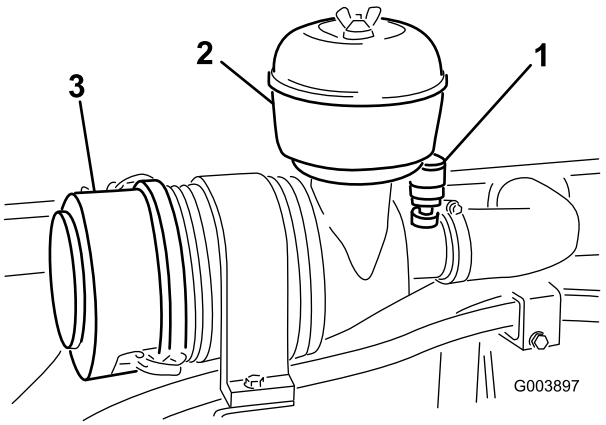

Figur 50
1. Fjern fingerskruer, og fjern dækslet fra forrenserskålen (Figur 50).
Servicer kun luftfiltret, når serviceindikatoren på luftfilterhuset bliver rød (Figur 50).
1. Udløs låsene, og fjern dækslet fra luftfilterets hovedelement (Figur 50).
9. Nulstil indikatoren (Figur 50), hvis den viser rødt.